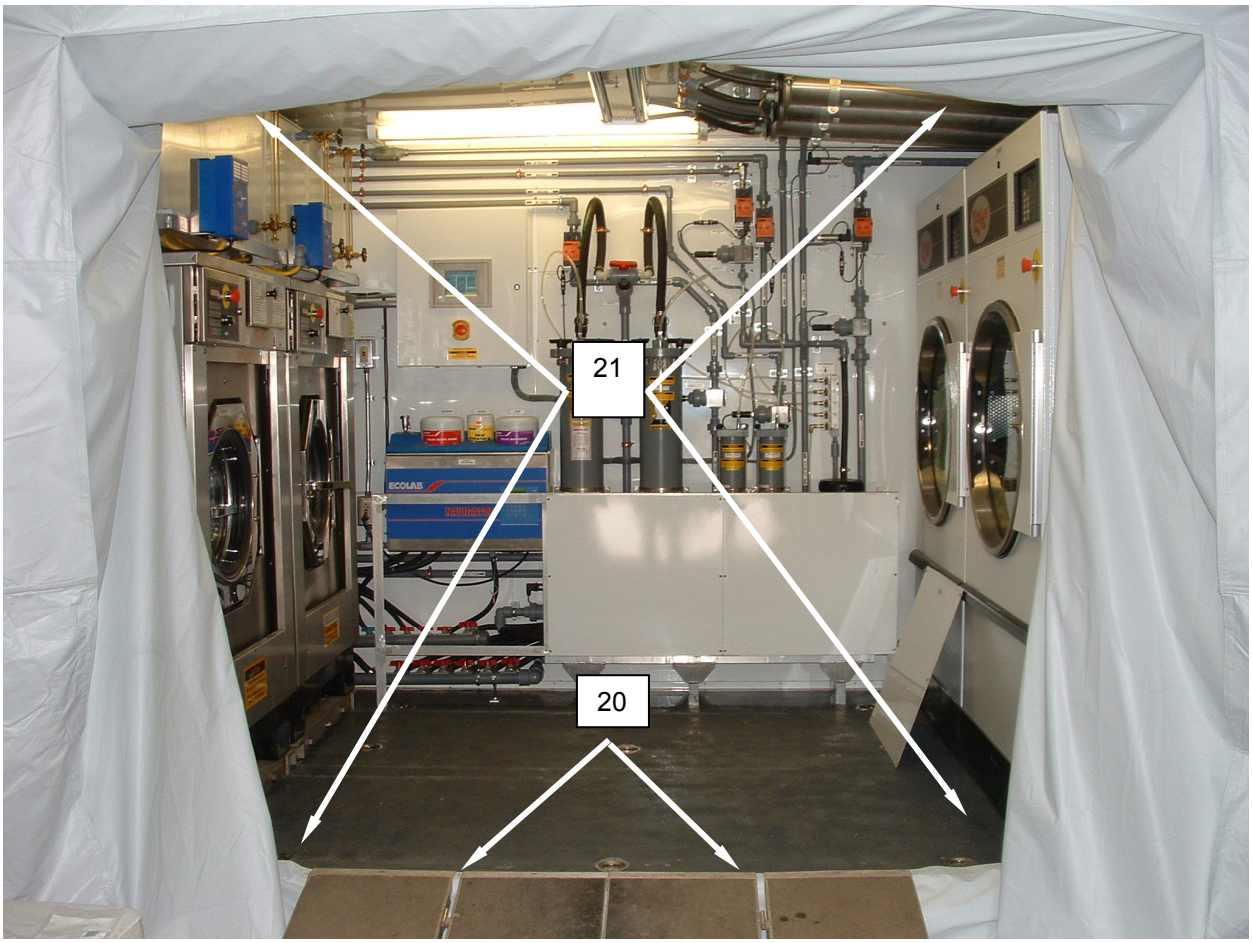

Figure 26. Remove Ramps and Release Bootwall during NBC Imminent or Actual Attack.
14. Remove ramps **(Figure 26, Item 20)** and place inside container.
15. Release bootwall **(Figure 26, Item 21)** from the entrance of container.